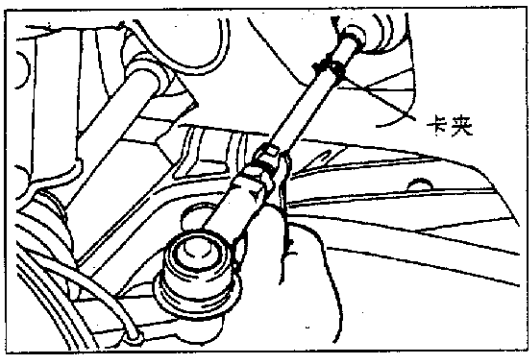

图 6 - 1 - 1
(1)如果前束不在标准值范围内，可脱开夹扣，如图 6 - 1 - 1 所示。并将左、右转向横拉杆夹紧螺母转动相同数量(方向相反)进行调整。